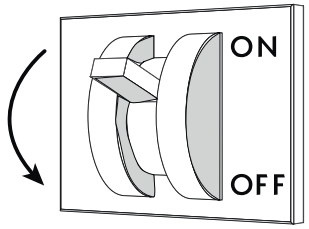

Fig. 53
- Couper la tension électrique au meuble réfrigéré en intervenant sur l'interrupteur-sectionneur général mural ("Fig. 53").